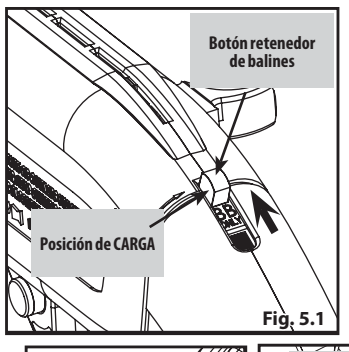

Fig. 5.1
- **c.** Encuentre el botón retenedor de balines que está en la parte superior del receptor (Fig. 5.1)
- **d.** Deslice el botón retenedor de balines hacia el frente del rifle de aire a la posición de carga ("LOAD") de balines (Fig. 5.1)
- **v.** Encuentre el botón retenedor de balines que está en la parte superior del receptor (Fig. 5.1)
- **i.** Empuje el botón retenedor de balines a la posición de carga ("LOAD") (Fig. 5.1) para bloquear éstos, impidiendo que vuelvan a entrar en el cargador interno